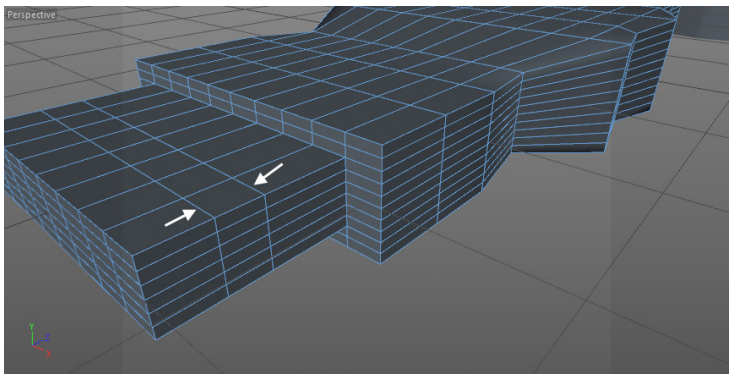

Figure 3-73 *The edges to be added*
19. Choose the **Polygons** tool from the Modes Palette. Right-click on the Perspective viewport; a shortcut menu is displayed. Choose **Loop/Path Cut** from the shortcut menu; the **Loop/Path Cut** tool settings are displayed in the Attribute Manager. In the Attribute Manager, make sure **Loop** is selected in the **Mode** drop-down list. Next, add two edges, as shown in Figure 3-73.